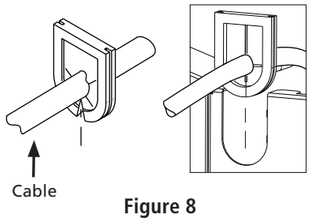

Figure 8
2. Place cable assembly in horseshoe grommet as shown **(Figure 8)**.